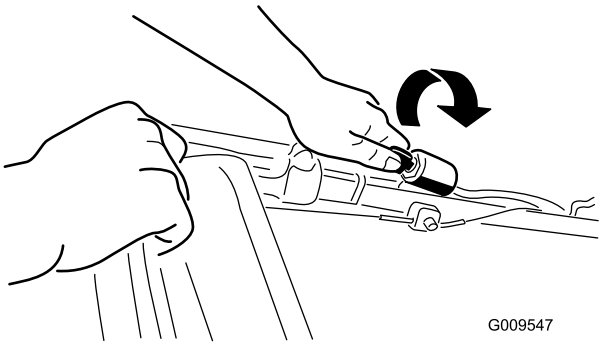
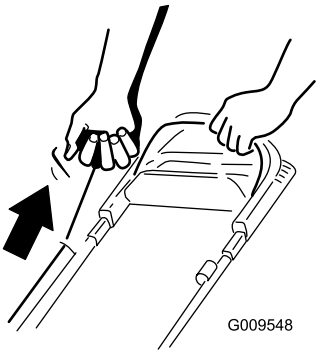

**Figuur 11**
**Figuur 12**
2. Draai het contactsleuteltje (Figuur 11) (uitsluitend modellen met elektrisch startsysteem) of trek aan de handgreep van het startkoord (Figuur 12).
**Opmerking:** Trek de starthandgreep langzaam uit totdat u weerstand voelt, daarna krachtig uittrekken (Figuur 12). Laat het koord langzaam terugkeren.